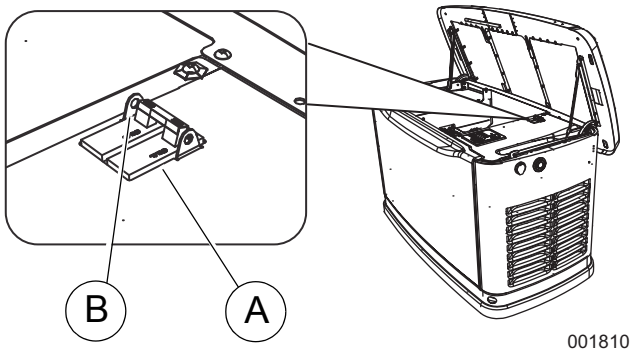

Figure 2-8. Disjoncteur de la ligne principale du générateur
Il s'agit d'un disjoncteur à deux pôles (disjoncteur du générateur) dont les valeurs nominales correspondent aux caractéristiques techniques de l'appareil. Voir (A) de la *Figure 2-8*.